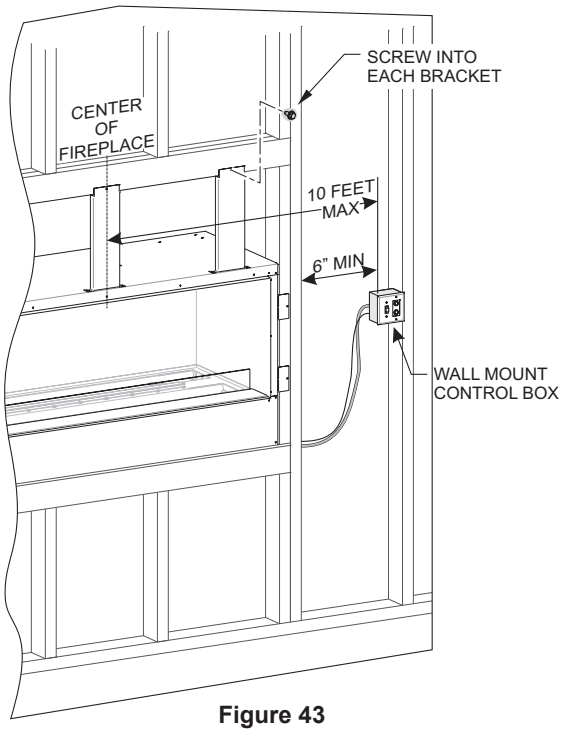

Figure 43
3. Secure three middle mounting brackets with drywall screws to the framed opening above the fireplace as shown in **Figure 43.**
7. Install the wall-mounted control box within 10 feet of the center of the fireplace. **See Figure 43.**